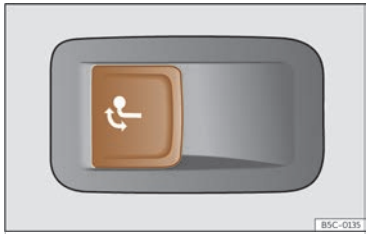

Fig. 209 Left side of the luggage compartment: button to unlock the tow hitch.
- Pull the ››› **Fig. 209** button briefly. The tow hook unlocks electrically and automatically turns outwards. The button's control lamp flashes.
- Pull the ››› **Fig. 209** button briefly. The tow hook unlocks electrically.
- Never press the button ››› Fig. 209 when there is a trailer hooked to the vehicle or when a carrier system or other accessories are mounted on the tow hook.